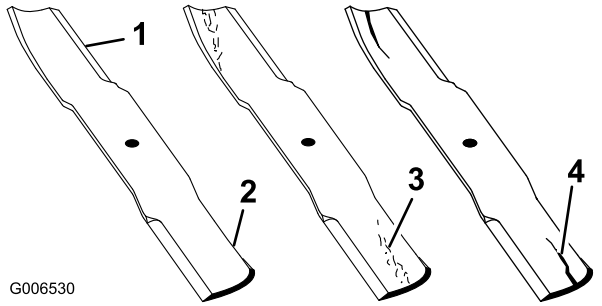

Figura 54
1. Inspeccione los filos de corte (Figura 54). Si los bordes no están afilados o tienen muescas, retire las cuchillas y afílelas. Consulte Afilado de las cuchillas.
2. Inspeccione las cuchillas, especialmente la parte curva (Figura 54). Si observa fisuras, desgaste o la formación de una ranura en esta zona (elemento 3 en la Figura 54), instale de inmediato una cuchilla nueva.